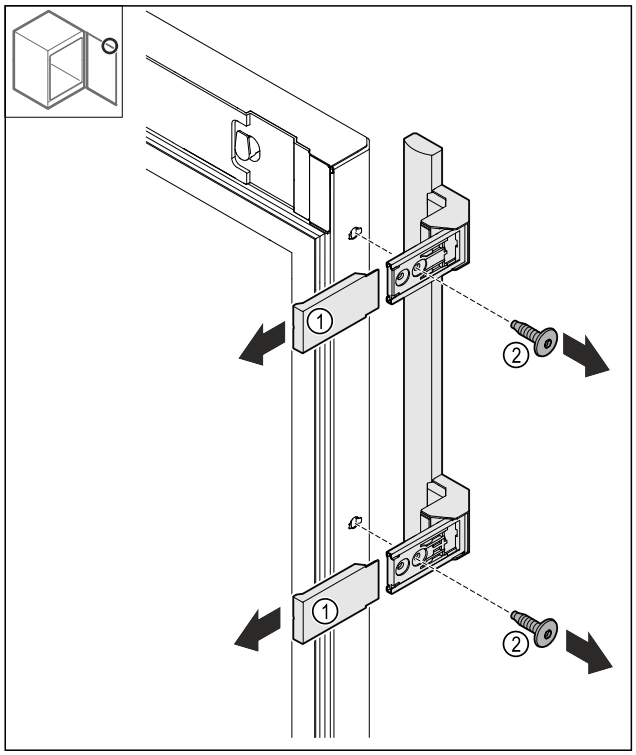

Fig. 16
- ▶ Desprindeți capacele *Fig. 16 (1)*.
- ▶ Desfaceți șuruburile *Fig. 16 (2)*.